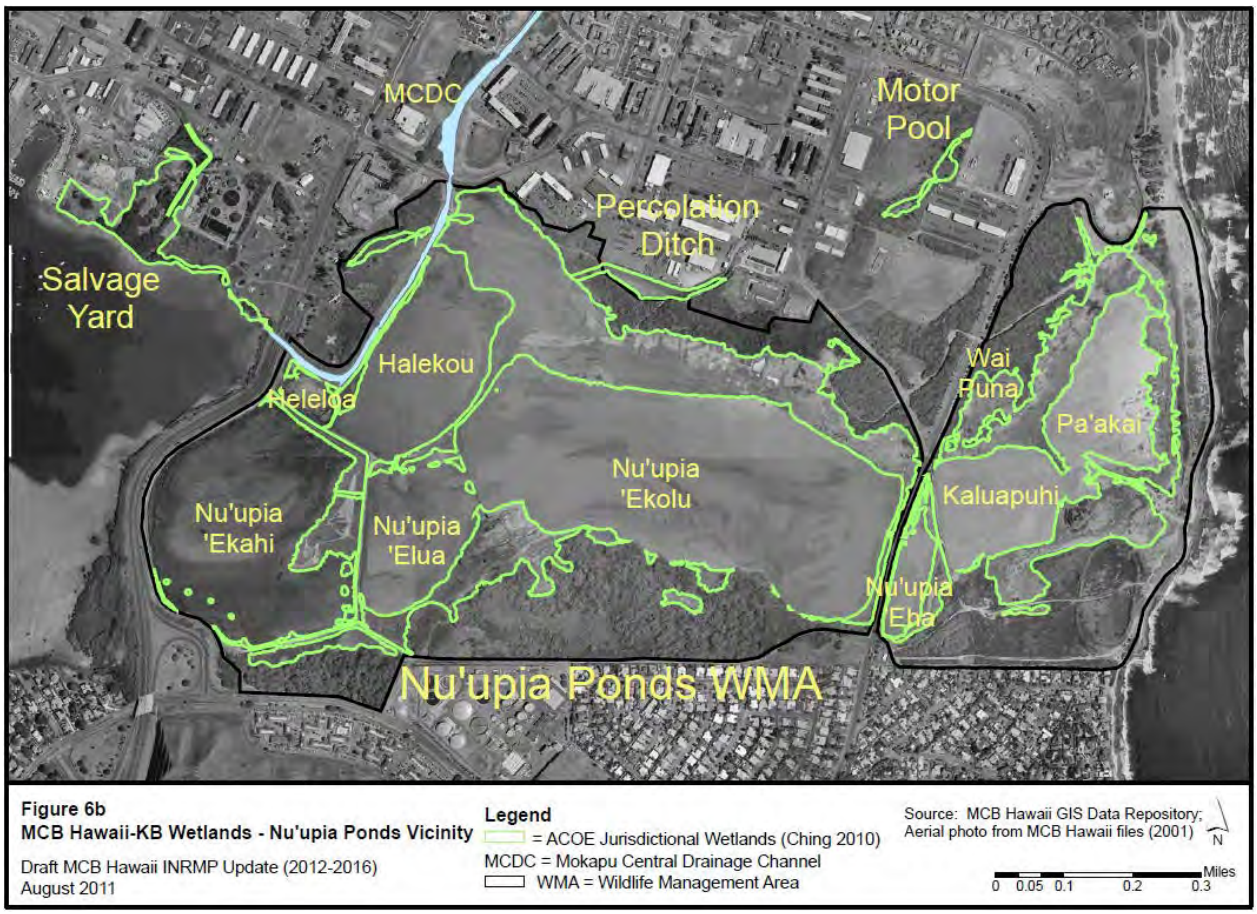

Figure 2-4 Nu'upia Ponds WMA
2. Figure 2-4 details the Nu'upia Ponds WMA.